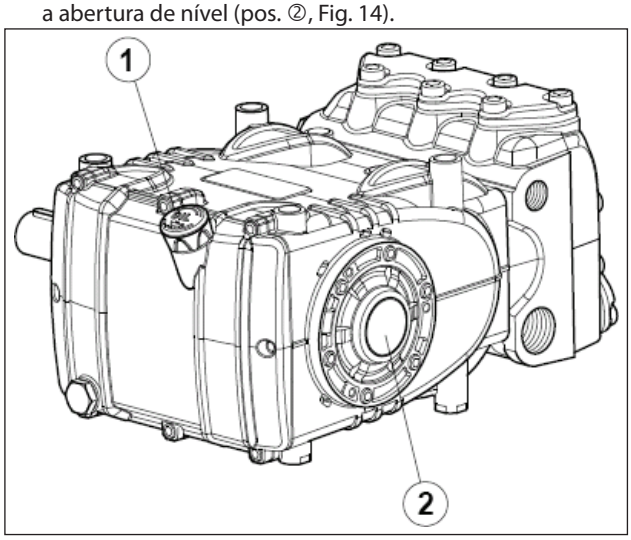

Fig. 14
5. O óleo no cárter da bomba está no nível, verificando com a respectiva vareta (pos. ①, Fig. 14) e excepcionalmente com a abertura de nível (pos. ②, Fig. 14).